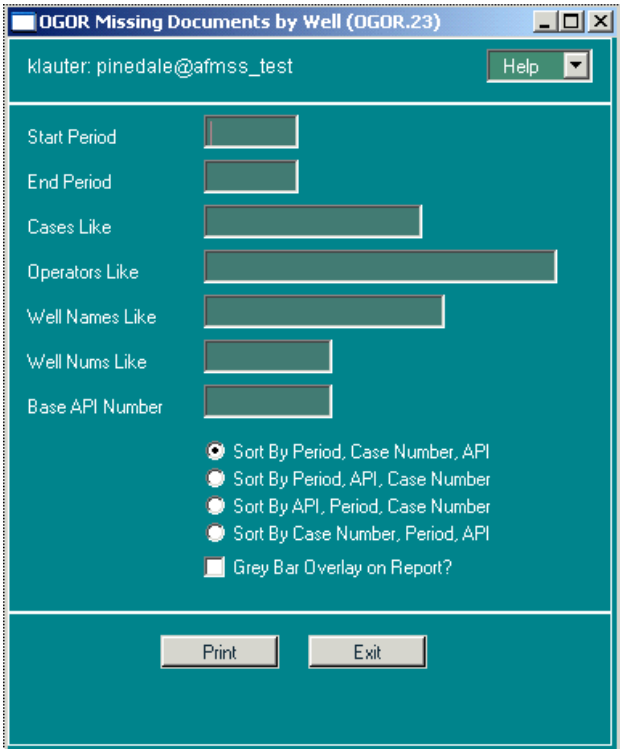

Figure7-31: OGOR Missing Documents by Well (OGOR.23) Window
1. From the *Non-Indian AFMSS Main Menu* select **OGOR** then **OGOR Reports** to display the reports submenu. From the submenu select **Missing Documents by Well (OGOR.23)** to launch the window (Figure 7-31).